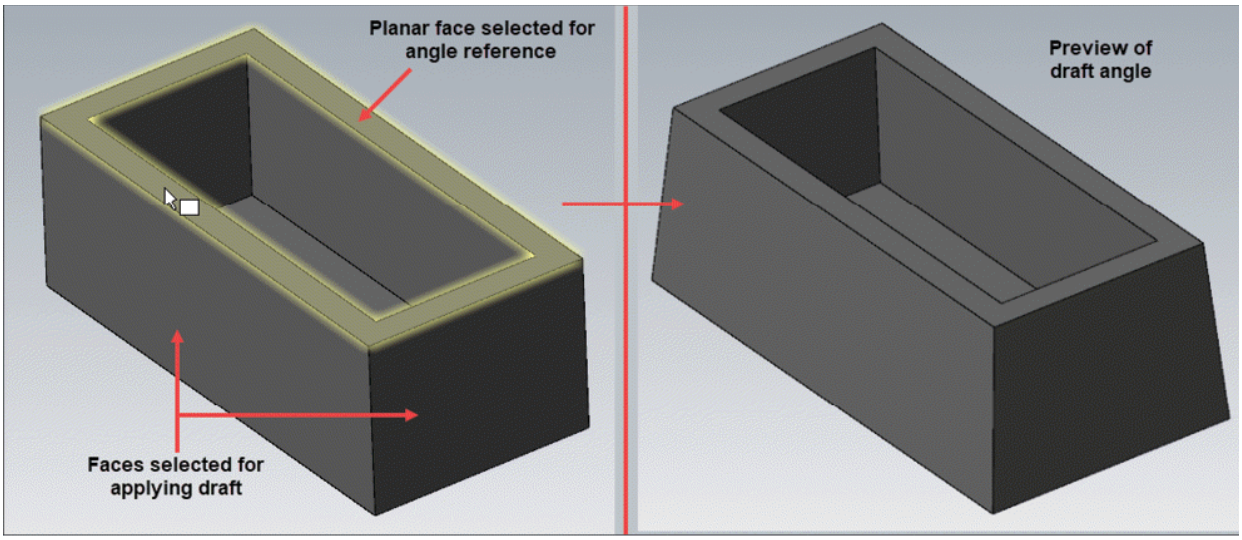

Figure-64. Faces selected for draft
- Select desired planar face; refer to Figure-64. The preview of draft will be displayed.